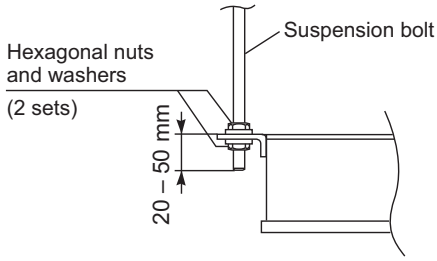

Fig. 2-159
(3) Suspend and fix the indoor unit using the 2 hexagonal nuts (field supply) and special washers (supplied with the unit) as shown in Fig. 2-159.